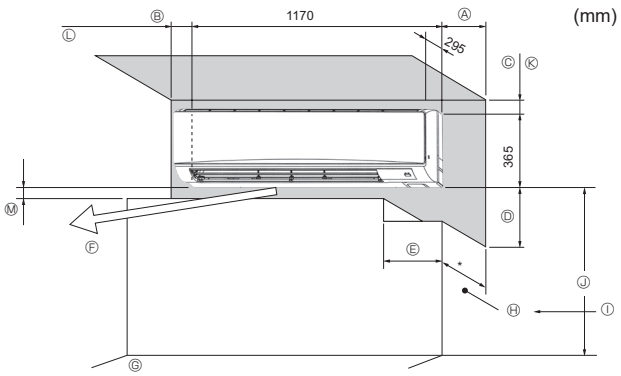

Fig. 2-1
2.1. Dimensioni dell’unità (Sezione interna) (Fig. 2-1)